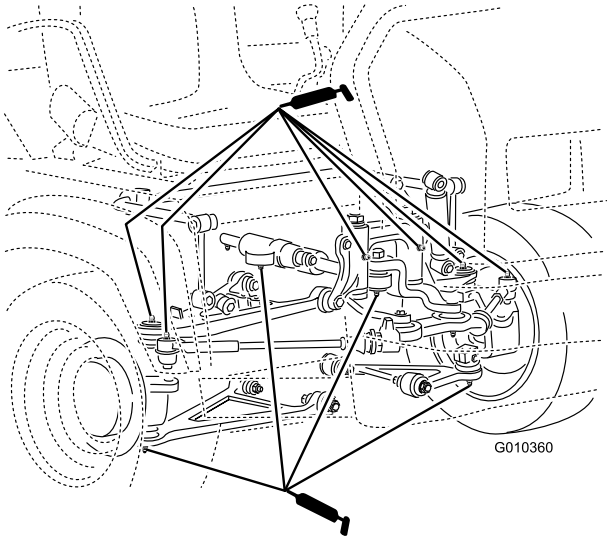

Figur 36
- Kugleled (4), forbindelsesstænger (2), drejebeslag og styretøjscylinder (2) (Figur 36)